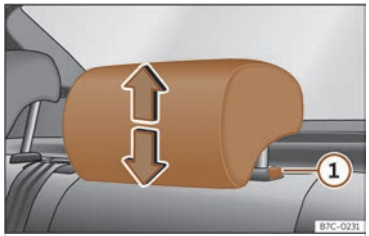

**Fig. 89** Rear headrest: adjusting the headrest.
- Grab the sides of the headrests with both hands and push upwards to the desired position. To lower it, repeat the same action, pressing the button on the side (1) ››› **Fig. 89**.